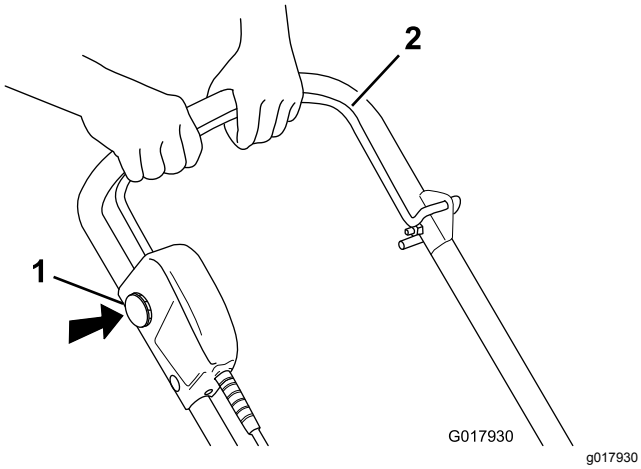

Figuur 10
1. Om de motor te starten, moet u de interlockschakelaar aanbrengen, de interlockknop ingedrukt houden en de bedieningsstang tegen de handgreep drukken (Figuur 10).